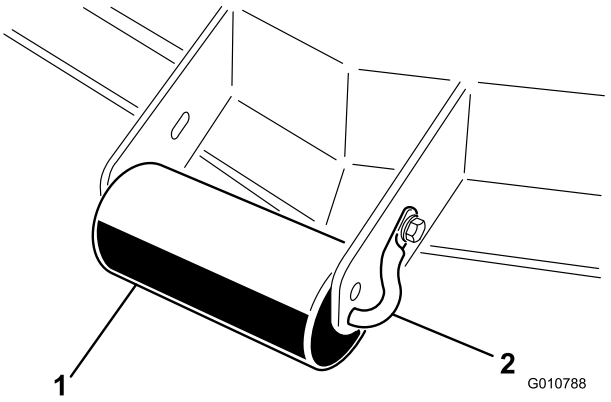

Figure 10
1. Enlevez la vis et l'écrou qui fixent l'axe de galet au support du plateau de coupe (Figure 10).